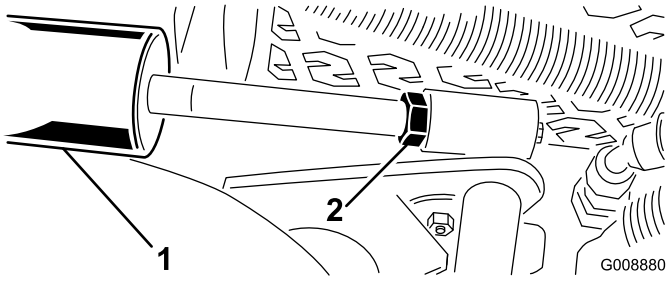

Figura 29
A. Baje las unidades de corte y afloje la contratuerca del cilindro (Figura 29).